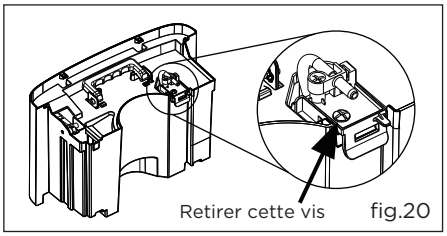

fig.20
b. Retirez la vis d'après la fig.20.